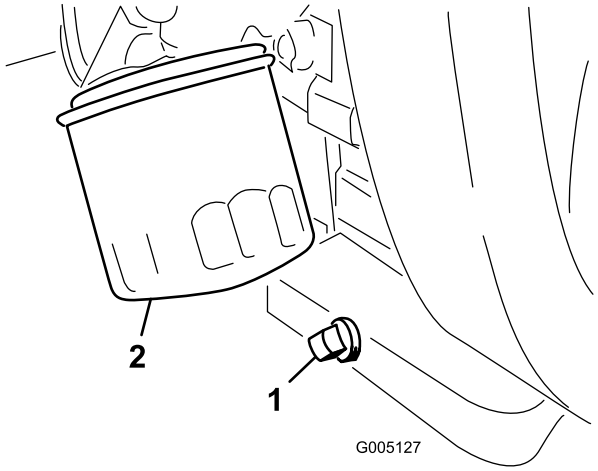

**Figur 44**
1. Afmonter den bageste aftapningsprop (Figur 44), og lad olien løbe ned i en drænbakke. Monter aftapningsproppen igen, når olien holder op med at løbe.
2. Fjern oliefilteret (Figur 44). Påfør et let lag ren olie på den nye filterpakning.